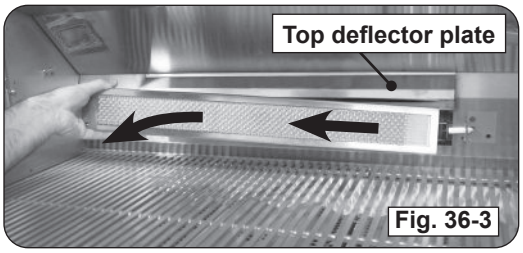

Fig. 36-3
5. Remove the backburner by lifting the left side outward and to the left. See Fig. 36-3.
Note: The top deflector plate may become loose when removing the backburner. Ensure the deflector is properly in place when reinstalling the backburner (See Fig. 36-3).